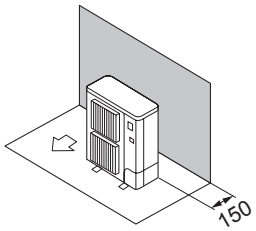

Fig. 2-7
(1) Obstacles uniquement à l'arrière (Fig. 2-7)